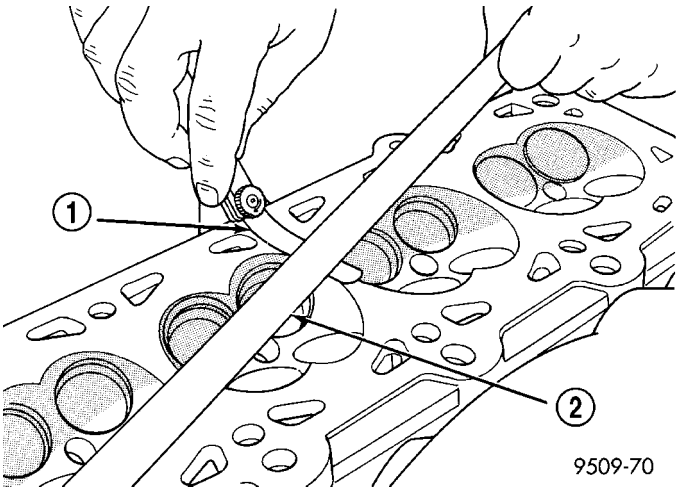

Fig. 14 Checking Cylinder Head Flatness
(1) Cylinder head must be flat within 0.1 mm (0.004 in.) (Fig. 14).
(2) Inspect camshaft bearing journals for scoring.